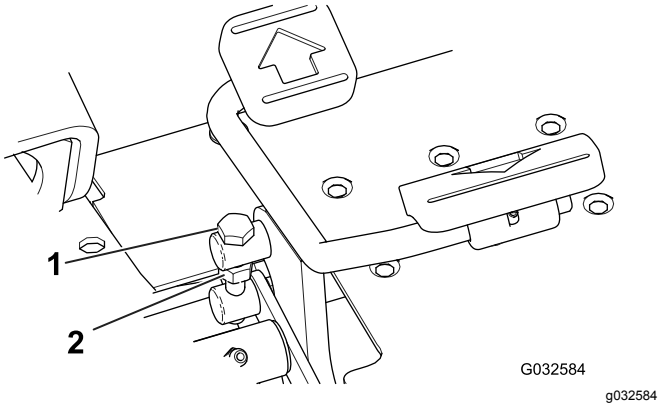

Figura 48
1. Allentate il controdado sul bullone di articolazione sul lato del pedale della trazione (Figura 48).